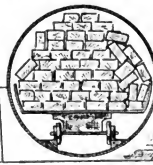

Fig. 100.
2. Dampfdruckverfahren oder pneumatisches Verfahren von Burnett. Das vollständig bearbeitete Holz (z. B. Schwellen) wird auf kleine Wagen geladen, welche zu 4—5 hintereinander in den Imprägnierkessel gefahren werden (Fig. 100). Nachdem der Kessel geschlossen ist, wird